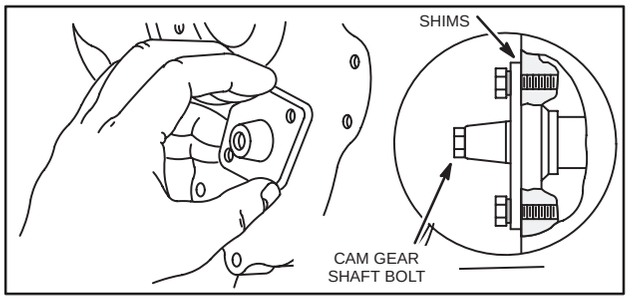

Fig. 886 – INSTALLING CAM GEAR BEARING
6. Install long cam gear bolt 5–1/2" (140.00 mm) finger tight to prevent loss of camshaft, Fig. 886.